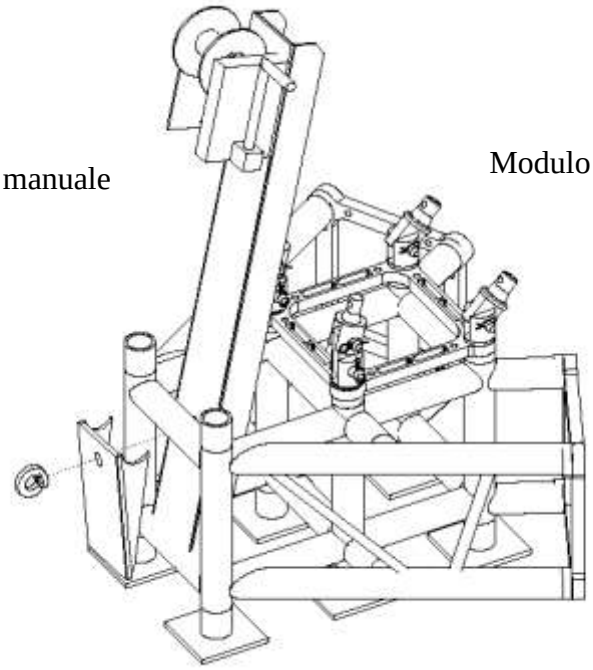

Fig. 4
2) Posizionato il modulo base con i relativi elementi modulari di appoggio a terra si passa al montaggio del posizionatore posteriore del verricello manuale .(fig 4)